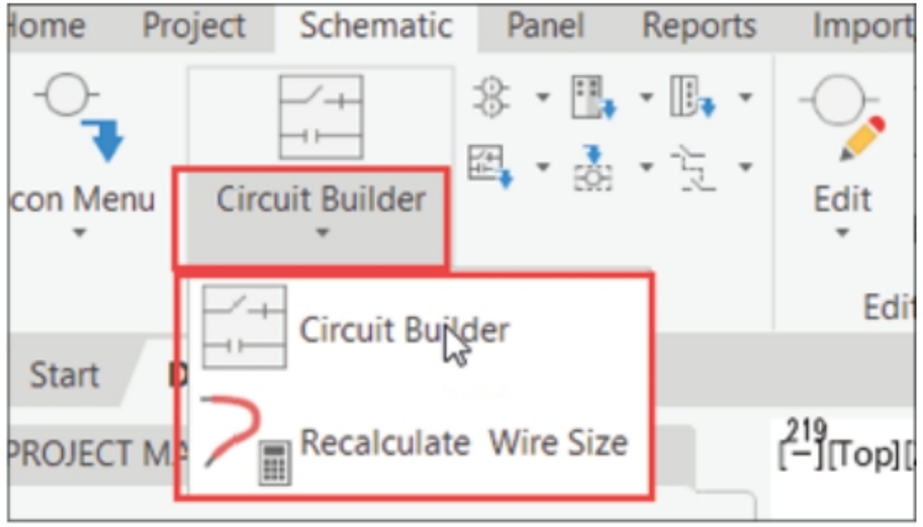
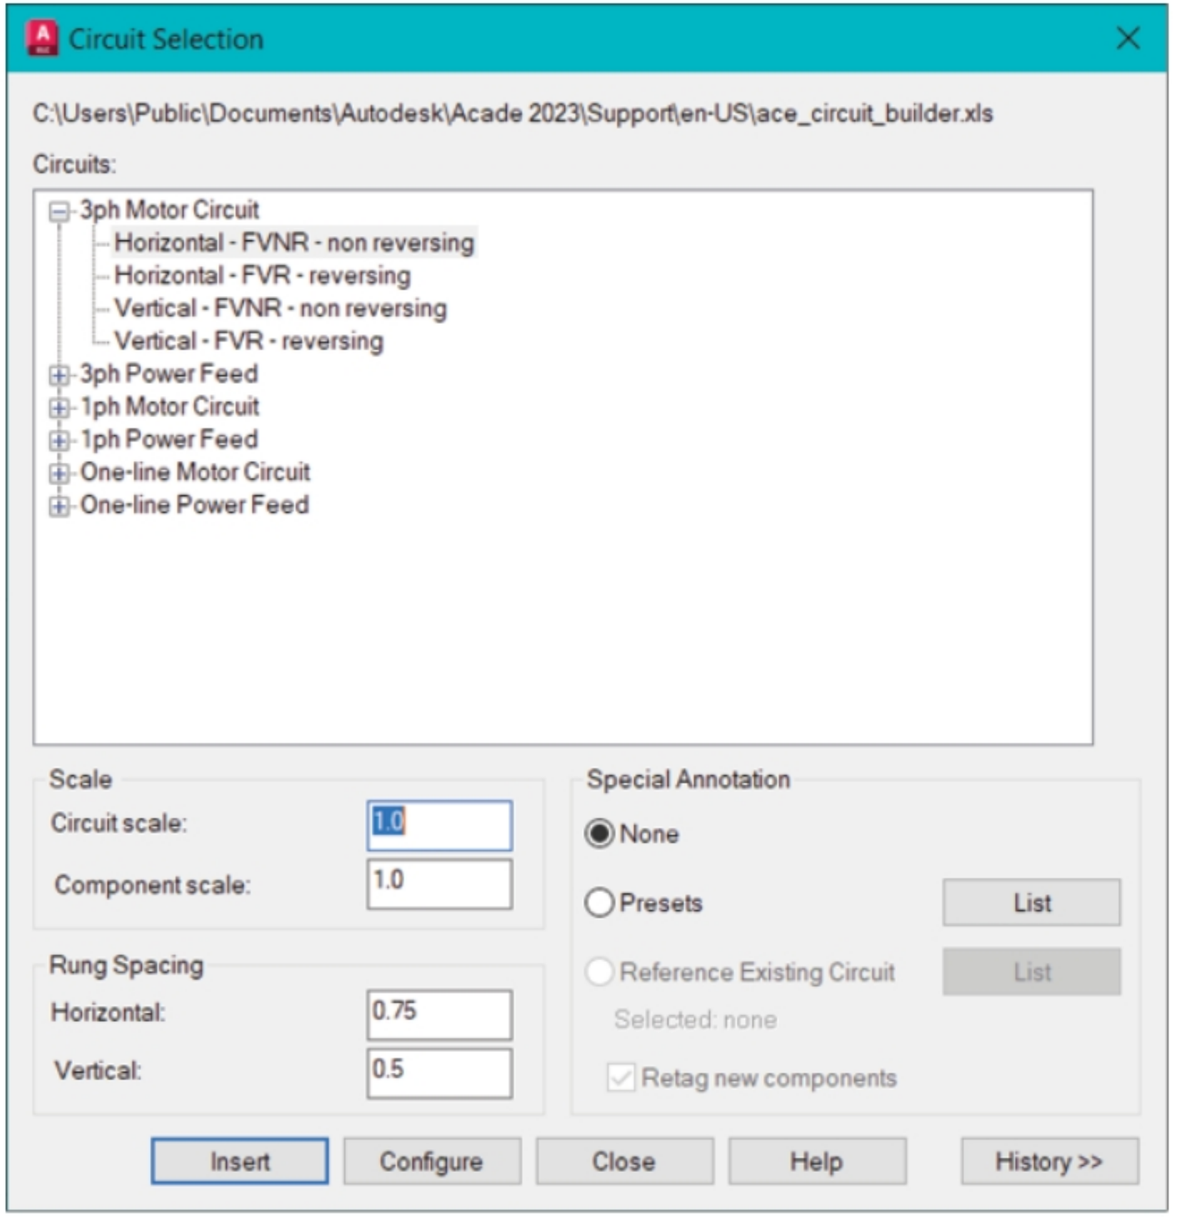

Figure-46. Circuit Builder tool
Figure-47. Circuit Selection dialog box
- Click on the **Circuit Builder** tool from the **Circuit Builder** drop-down in the **Insert Components** panel in the **Ribbon**; refer to Figure-46. The **Circuit Selection** dialog box will be displayed as shown in Figure-47.